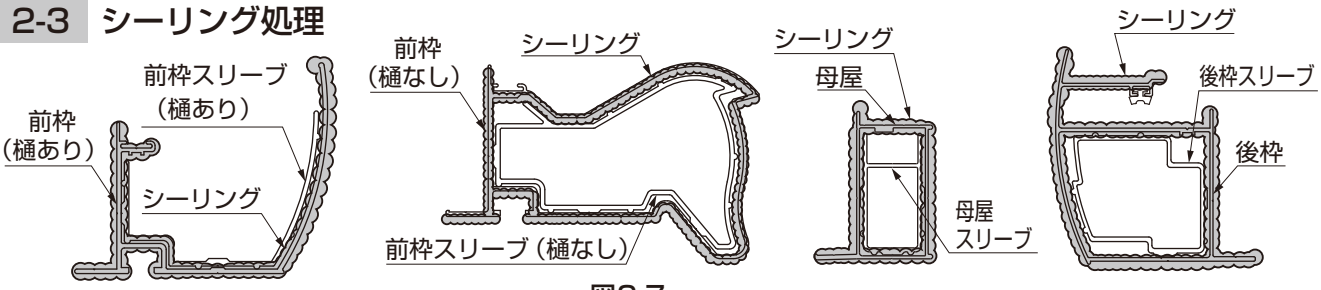

図2-7
①連棟部分にシーリング材を充てんしてください。（図2-7参照）